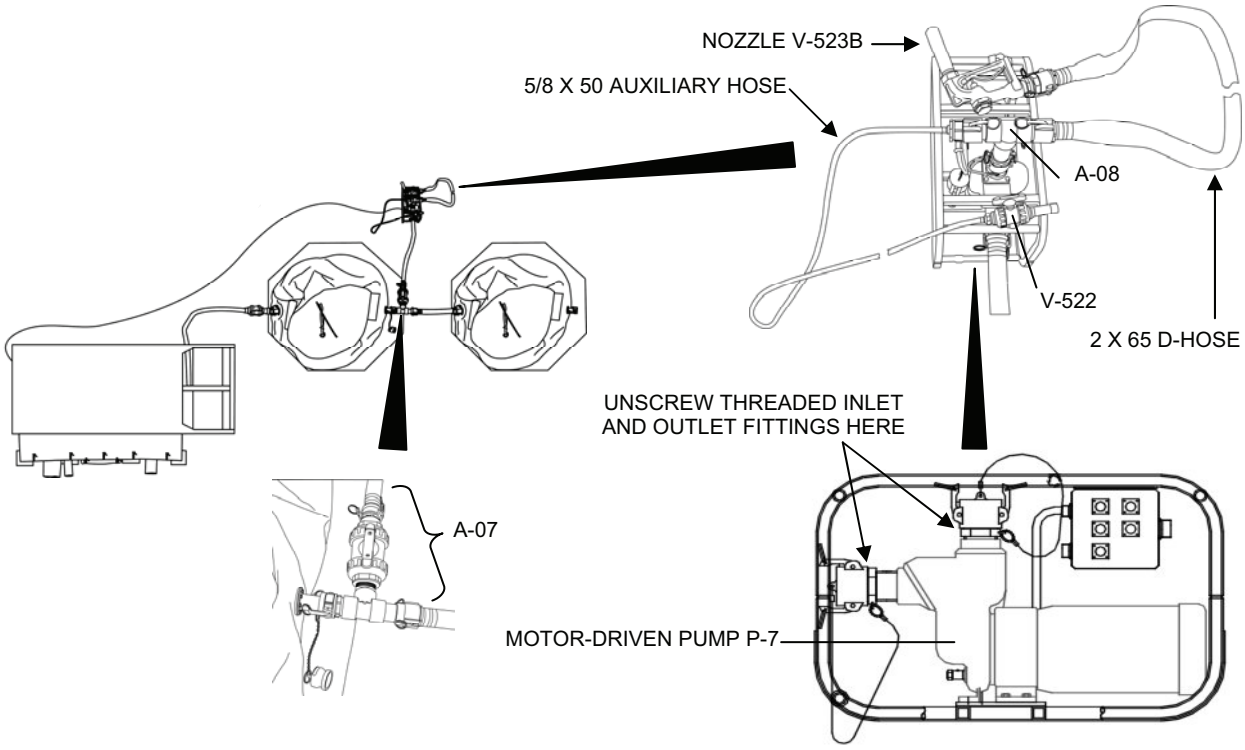

Figure 10. Distribution System.
4. If removing a distribution pump, close the valve on Adaptor A-07 (Figure 10).
12. Sanitize the raw water pump as follows if using it as a replacement for a distribution pump (Figure 10):